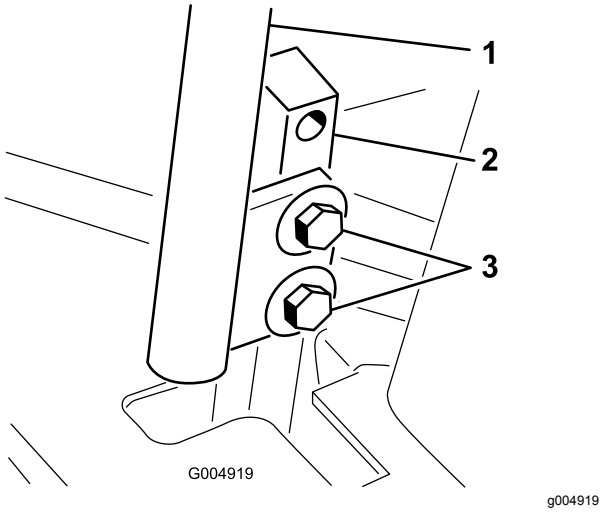

Rysunek 55
3. Poluzuj śruby mocujące dźwignie sterowania (Rysunek 55).